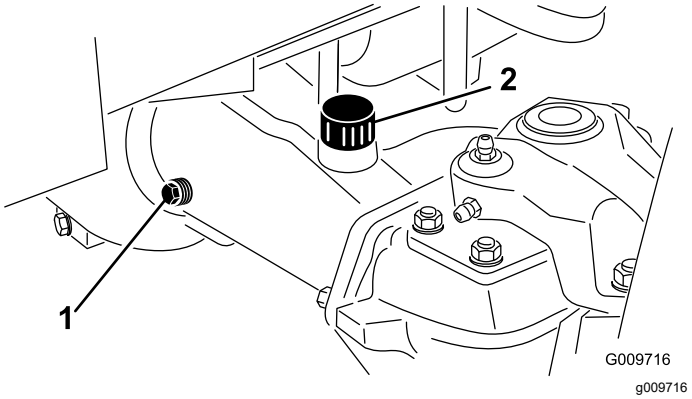

Figur 106
2. Fjern en kontrollplugg fra én ende av akselen, og kontroller at oljen når opp til bunnen av hullet (Figur 106).